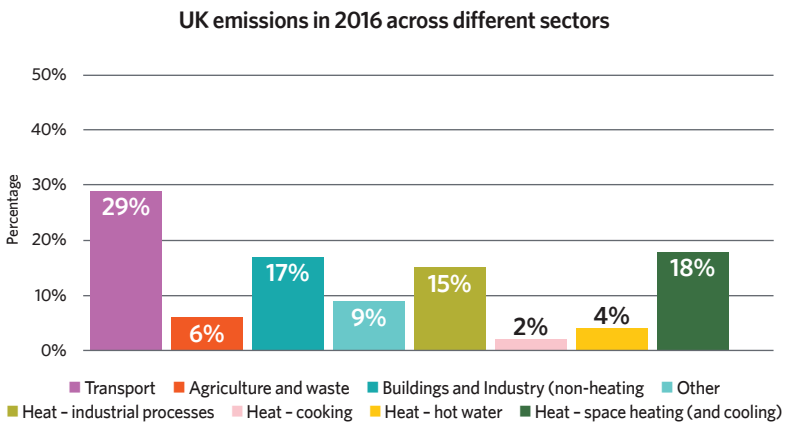

Figure 1: Breakdown of 2016 UK carbon emissions across sectors
Figure 1: Heating flow and return temperatures for GAHP system during 2019 'polar vortex'. The peaks in flow temperature were when hot water systems were being supplied – supplementary furnace heating was used briefly when outdoor temperatures approached -35°C (-30°F)
brought the coldest external temperatures for more than 20 years (Figure 1).
According to a report from the Department for Business, Energy and Industrial Strategy, published in 2018, net UK emissions in 2016 amounted to 468Mt CO_{2e}. Heat demand is the biggest source of the country's carbon emissions, with about 46% of the heat demand used for space heating and cooling. Figure 1 displays the breakdown of 2016 UK carbon emissions across sectors.
Multilayered pipes are created with two thin layers of plastic – typically a form of polyethylene (PE) – with an intermediate aluminium layer. To manufacture multilayer pipes, such as that shown in Figure 1, the initially flat aluminium sheeting is drawn onto a glue-covered PE pipe, shaped and welded longitudinally along its face. This welding process maintains the circular section of the pipe (some early pipes used lapped jointing, which caused irregularities). In a continuous process, the aluminium surface is warmed and used to »
Figure 1: An example of a PE-RT Al PE-RT multilayer pipe with thermal expansion coefficient at 20-100°C – 0.026mm·m^{-1}·K^{-1}, a thermal conductivity at 20°C of 0.43 W·m^{-1}·K^{-1}, and a pipe roughness of 7μm (Source: Geberit)